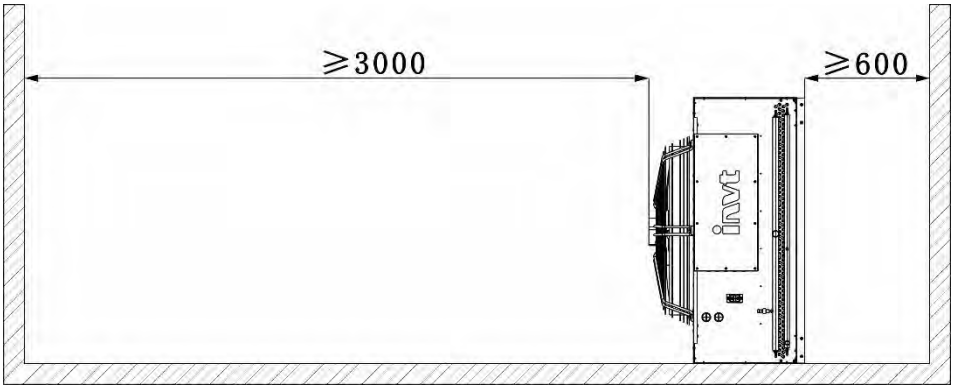
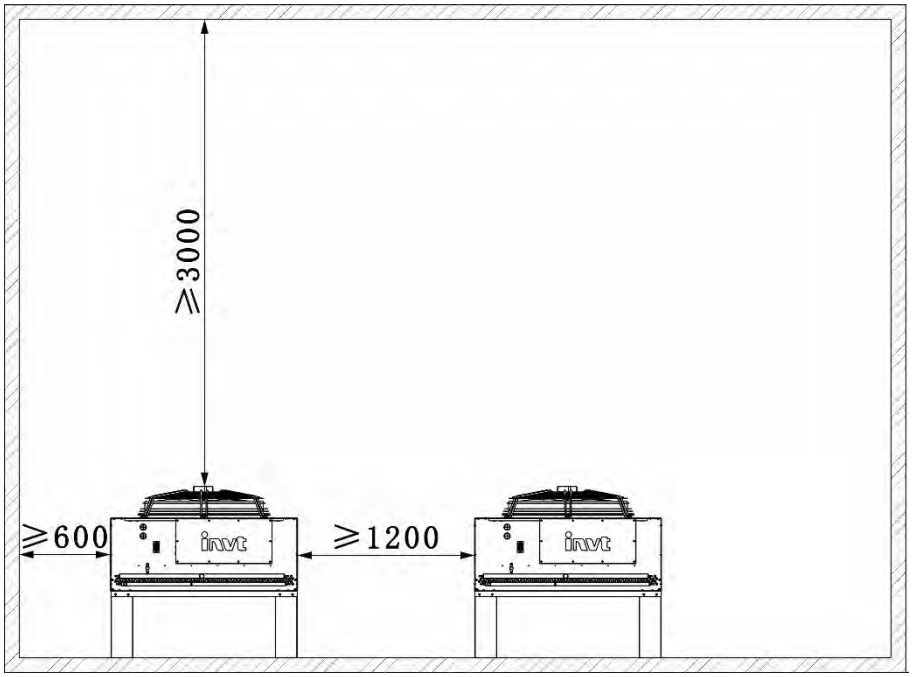

Figure 2-4 Horizontal installation space requirements (unit: mm)
Figure 2-5 Vertical installation space requirements (unit: mm)
2) No obstruction within at least 3000mm of the outdoor unit outlet refer to Figure 2-4, Figure 2-5.